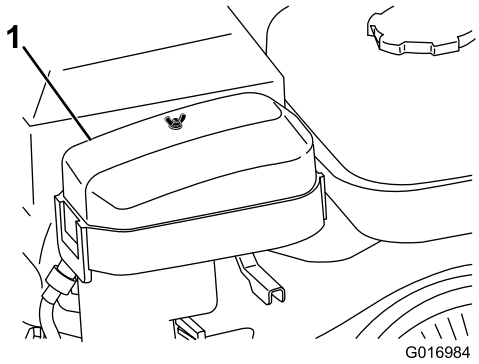

**Rysunek 24**
2. Usuń nakrętkę motylkową mocującą pokrywę filtra powietrza i zdejmij pokrywę (Rysunek 24).